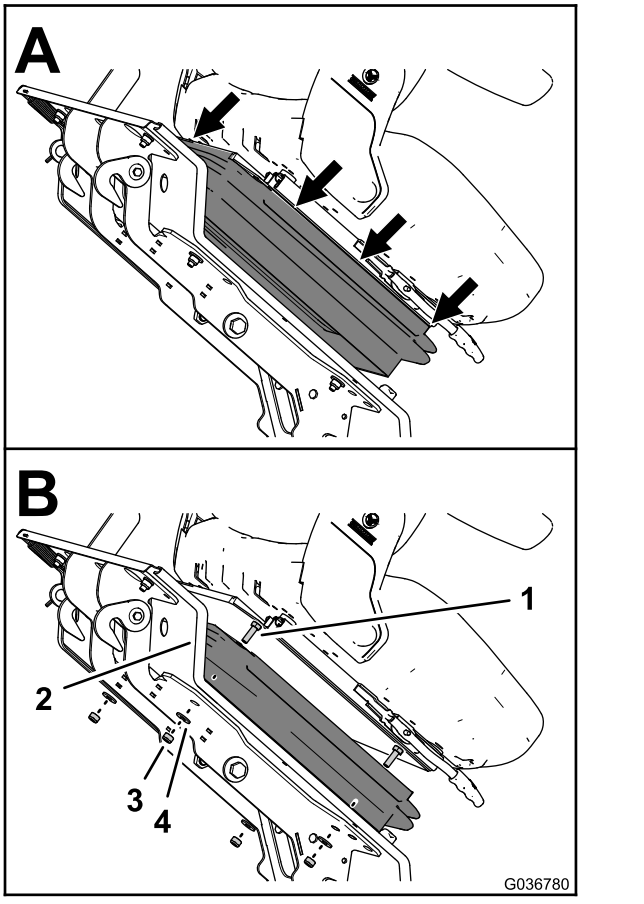

Figura 10
C. Quando todas as patilhas forem retiradas das respetivas ranhuras, puxe a proteção de borracha para baixo (A de Figura 10).
4. Apoie o banco e retire as quatro anilhas (8 mm) e quatro porcas de bloqueio (8 mm) que fixam o banco à plataforma do banco (B de Figura 10).